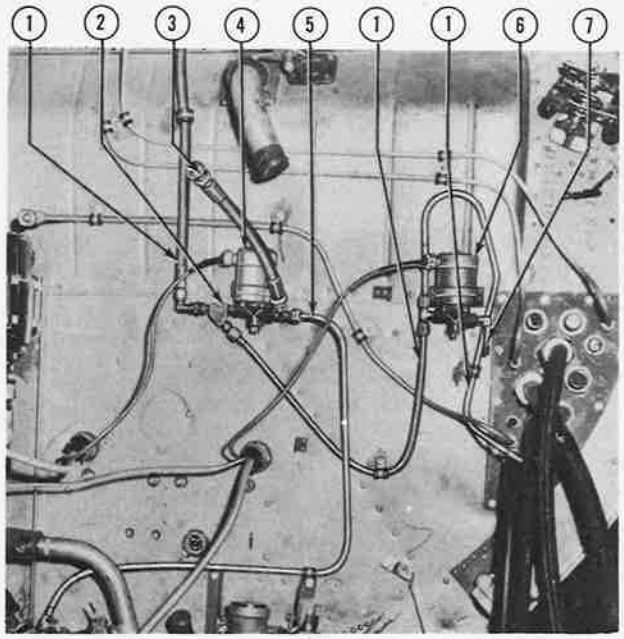

Figure 303—Fuel System Parts on Fire Wall (Installed on Some Airplanes)
2. Remove the two bolts holding the lower support bracket to the wall of the nacelle (2, figure 303).
3. Pull the cross-feed valve straight down, disengaging the drive pins from the drive plates (1, figure 303) on top of the valve.
g. FUEL PRESSURE GAGE LINE.—The fuel-pressure gage line (1, figure 303) is mounted on the face of each fire wall and connects from the back of the carburetor to its respective fuel pressure gage on the pilots' instrument panel. There is a restrictor fitting (2, figure 303) in the fuel-pressure gage line and the oil dilution solenoid (4, figure 303) is connected to one side of this restrictor. Beyond the oil dilution solenoid an engine primer solenoid (6, figure 303) is connected by a "T" fitting to the fuel pressure gage line. The line then leads back through the fire wall to the fuel pressure gage.
(1) DESCRIPTION.
(a) OIL DILUTION SOLENOID.—The oil dilution solenoid (4, figure 303), connected to the restrictor fitting in the fuel pressure gage line, is provided for the dilution with fuel of both the engine oil and the propeller feathering oil. The solenoid is controlled by a toggle-type switch on the pilots' electrical panel. When the switch is in the "ON" position and the oil dilution solenoid is energized, fuel passes through the solenoid into a line connecting with the engine oil system (3, figure 303) and through another line (5, figure 303) leading to the engine oil "Y" drain valve which is connected to the propeller feathering motor. Refer to figure 304 for illustrations of other oil dilution solenoid installations that have been used on this airplane.